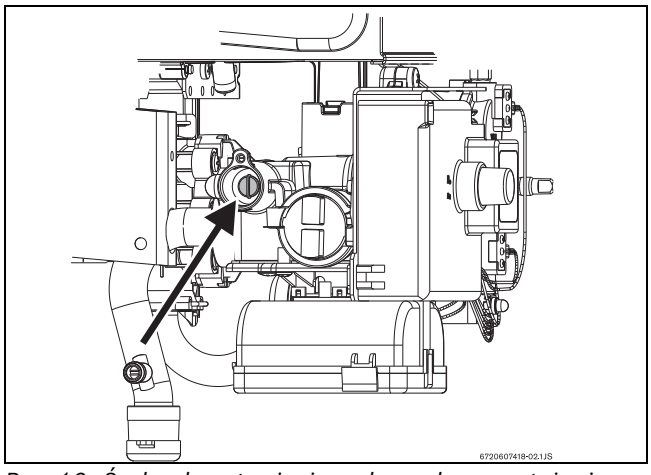

Rys. 16 Śruba do ustawiania maksymalnego natężenia przepływu gazu
- Zdjąć ze śruby plombę (rys. 16).